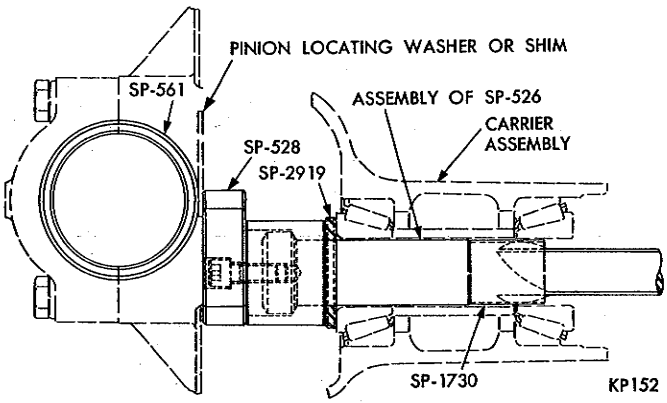

*Fig. 26—Pinion Preload with Spacer (8¾" Ring Gear)*
(1) With tool installed in carrier, remove main screw nut, centralizing washer, compression sleeve and front pinion bearing cone.
(2) Install the pinion bearing spacer, larger bore of spacer next to rear bearing.
(3) Position sleeve (SP1730) in front bearing cone making sure sleeve is flush with rear of bearing.
(4) Position original shims, previously removed from drive pinion stem, over the sleeve and slide the sleeve, bearing and shims over main screw of tool until shims rest against spacer (Fig. 26).
(5) Install tool compression sleeve (SP535) (square end out), centralizing washer (SP534) and main screw nut (SP533). Turn carrier in stand to bring nut on top.
(6) Tighten tool nut to 240 foot-pounds with a torque wrench, using holding Tool C-3281 on the compression sleeve to hold the assembly in several positions to make a complete revolution while tightening. Remove holding tool and rotate the pinion several revolutions in both directions to align the bearing rollers. Recheck torque to 240 foot-pounds (torque may have diminished as bearing rollers were aligned by rotating). **Correct bearing preload reading can only be obtained with nose of carrier up.**
(7) Using inch-pound torque wrench C-685, measure pinion bearing preload by rotating pinion with handle of wrench floating, read the torque while wrench is moving through several complete revolutions. Correct preload setting is 20-30 inch-pounds for a new bearing and 0-15 inch-pounds for original bearing. Bearing preload should be uniform during complete revolution. A reading that varies considerably during rotation of pinion indicates a binding condition which requires correction. **Use a thinner shim pack to increase preload and a thicker shim pack to decrease preload.** Preload shims are available in two thousandths of an inch increments from .014-.026 inch.